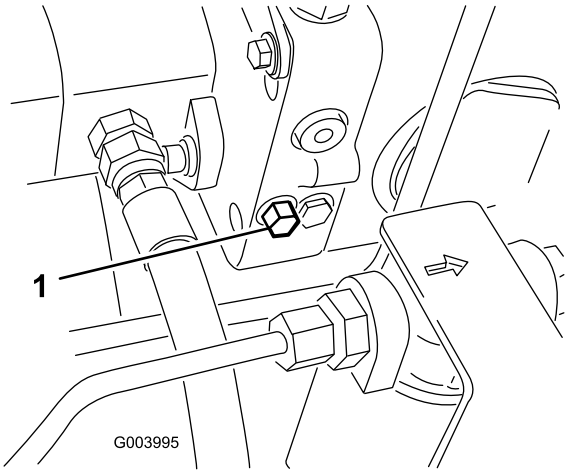

Figur 39
1. Förbikopplingsventilen sitter till vänster om hydrostaten (Figur 39). Vrid bulten 1,5 varv för att öppna ventilen och låta olja avledas internt. Eftersom vätskan avleds kan maskinen flyttas långsamt utan att transmissionen skadas.